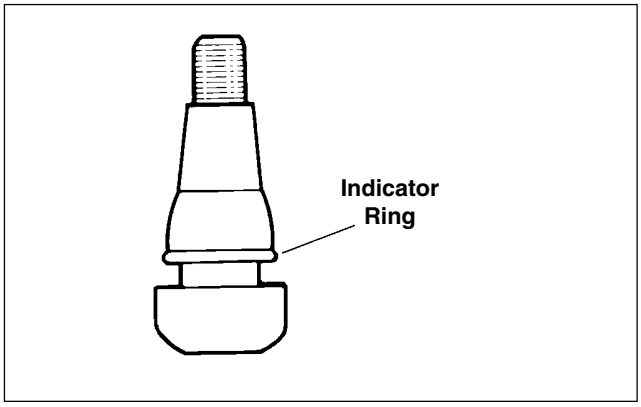

Figure 2-32. Snap-in Tubeless Tire Valves
a. See Figure 2-32. Moisten the valve with water and insert valve stem through rim hole.